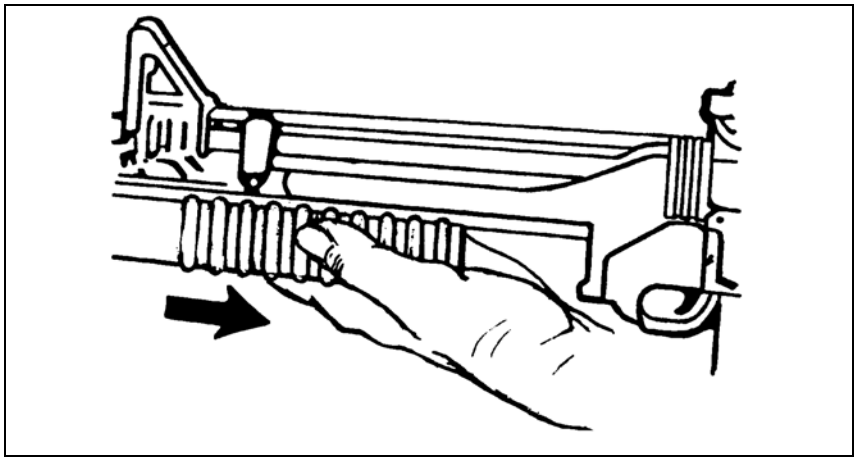

Figure 3-23. Locking the barrel.
b. Lock the barrel by moving it rearward until it closes with a click (Figure 3-23).